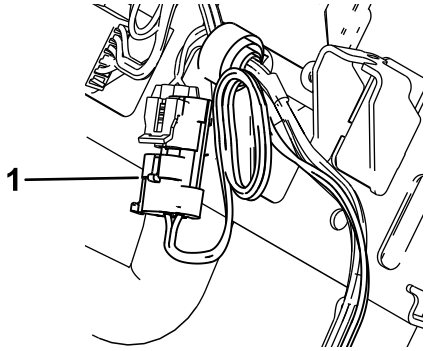

Figura 21
3. Effettuate i passaggi precedenti per il cablaggio preassemblato sull'altro lato della macchina (Figura 21).